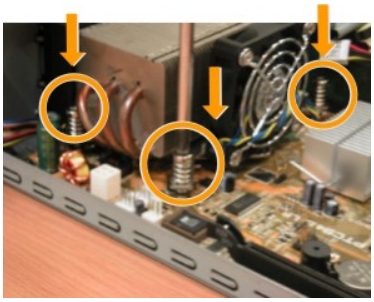

Figure 9.5
v. Place the heatsink back to motherboard, and screw each side of the heatsink, there are 4 holes in total, as shown in Figure 9.5 below.